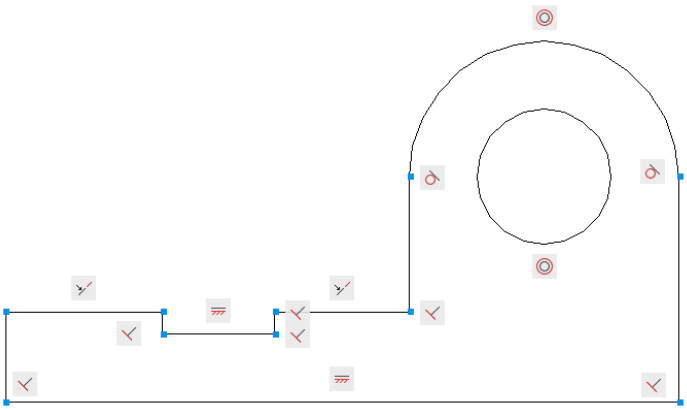

Figure 1-30 *Sketch with all constraints applied*
2. Make sure that you have applied all the required geometrical constraints, as shown in Figure 1-30.